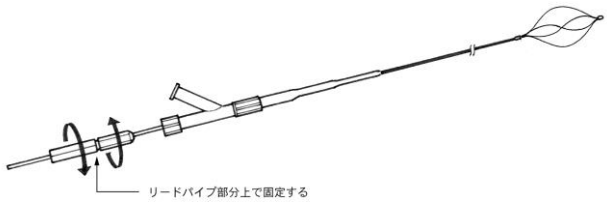

図 3：
3)　バスケットがきちんと開いている位置を確認し、遊びがない位置でしっかりとトルクハンドルのネジを締め付け固定してください。（図 3 参照）